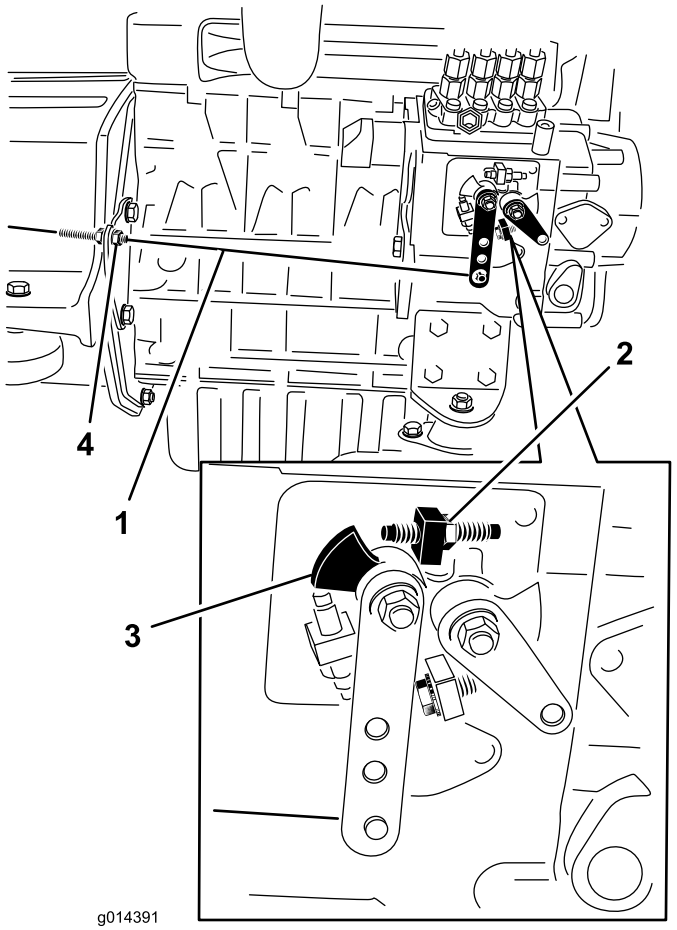

Figur 46
2. Kontroller positionen af hastighedskontrolhåndtaget på brændstofindsprøjtningspumpen. Hastighedskontrolhåndtaget skal berøre skruen til høj tomgangshastighed, når gashåndtaget er i (stop)positionen HURTIG (Figur 46).
3. Om nødvendigt kan positionen af gaskablets kontramøtrikker justeres, så hastighedskontrolhåndtaget berører skruen til høj tomgangshastighed, når gashåndtaget er i (stop)positionen HURTIG (Figur 46).